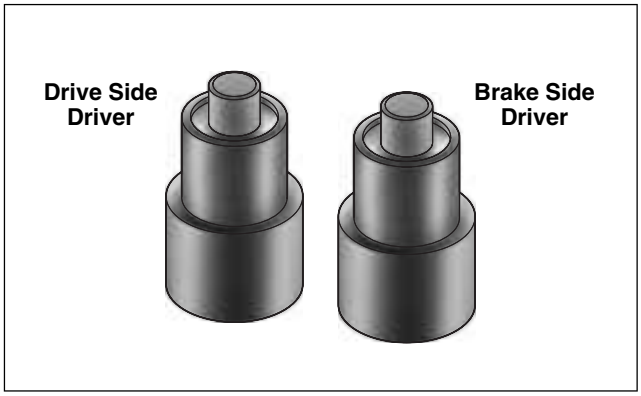

Figure 2-99. Rear Swingarm Bearing Installer (HD-45327)
a. Obtain REAR SWINGARM BEARING INSTALLER (HD-45327). See Figure 2-99.